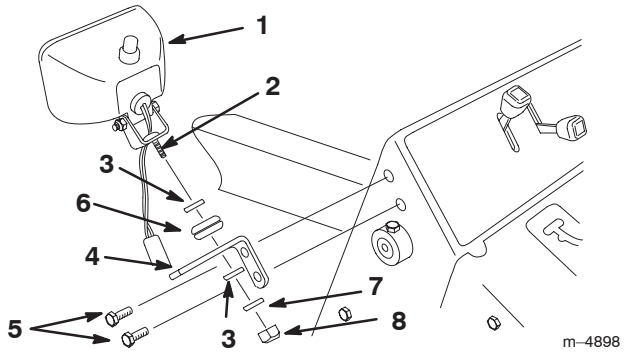

Figure 5
1. Install the brackets using the 4 self-tapping bolts (Fig. 5).
3. Place a flat washer on the carriage bolt on each light (Fig. 5).
4. Insert the rubber grommets into the inner holes in the brackets (Fig. 5)
5. Insert the carriage bolts on each light through the rubber grommets in the brackets (Fig. 5).
6. Secure each light with a flat washer and the lockwasher and nut you removed in step 2 (Fig. 5).